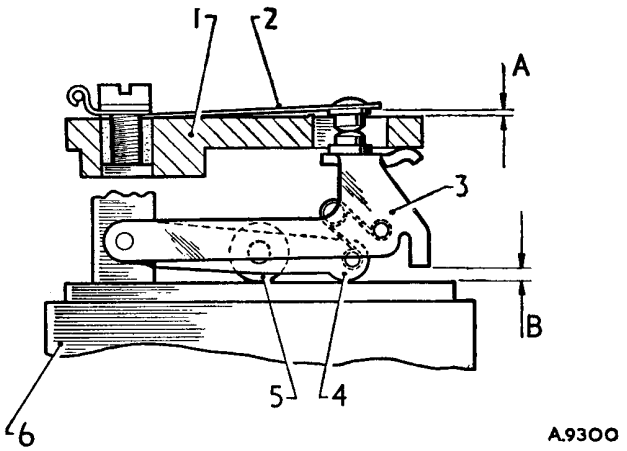

Fig. D.5
33. Check the lift of the contact blade above the top of the pedestal (A) (Fig. D.5) with a feeler gauge, bending the stop finger beneath the pedestal, if necessary, to obtain a lift of .035±.005 in. (.9±.13 mm.).
34. Check the gap between the rocker finger and coil housing (B) (Fig. D.5) with a feeler gauge, bending the stop finger, if necessary, to obtain a gap of .070±.005 in. (1.8±.13 mm.).